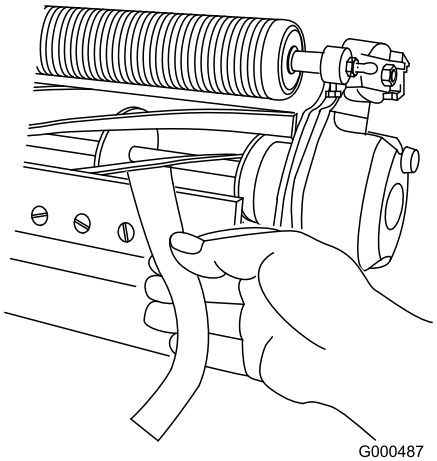

Figura 10
3. En un extremo del molinete, inserte una tira larga de papel de periódico entre el molinete y la contracuchilla (Figura 10). Mientras gira el molinete lentamente hacia adelante, gire en el sentido de las agujas del reloj el tornillo de ajuste de la barra de asiento en el mismo extremo del molinete, un clic a la vez, hasta que el papel quede ligeramente aprisionado cuando se inserta desde delante, paralelo a la contracuchilla. Se notará una ligera resistencia al tirar del papel.
5. Cuando termine el ajuste, compruebe si el molinete 'pellizca' un papel cuando se inserta desde delante, y si corta el papel cuando se inserta perpendicular a la contracuchilla (Figura 10). Debe ser posible cortar el papel con un contacto mínimo entre la contracuchilla y las cuchillas del molinete. Si se nota una resistencia excesiva del molinete, será necesario afilar o amolar la unidad de corte para conseguir los filos necesarios para un corte de precisión (consulte el Manual de afilado de molinetes de Toro).